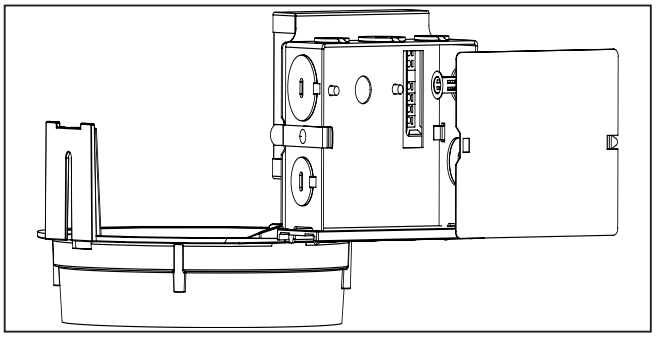

Figure 5.
4. Connect supply lead wires to junction box lead wires (line, neutral and ground) in the fixture using properly sized wire nuts. Be careful not to leave any bare conductors outside of the wire nut connectors. (Figure 5.)